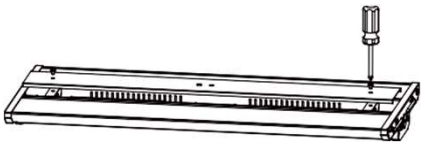

Figure 6
Step 1.Remove top cover (Figure 6)